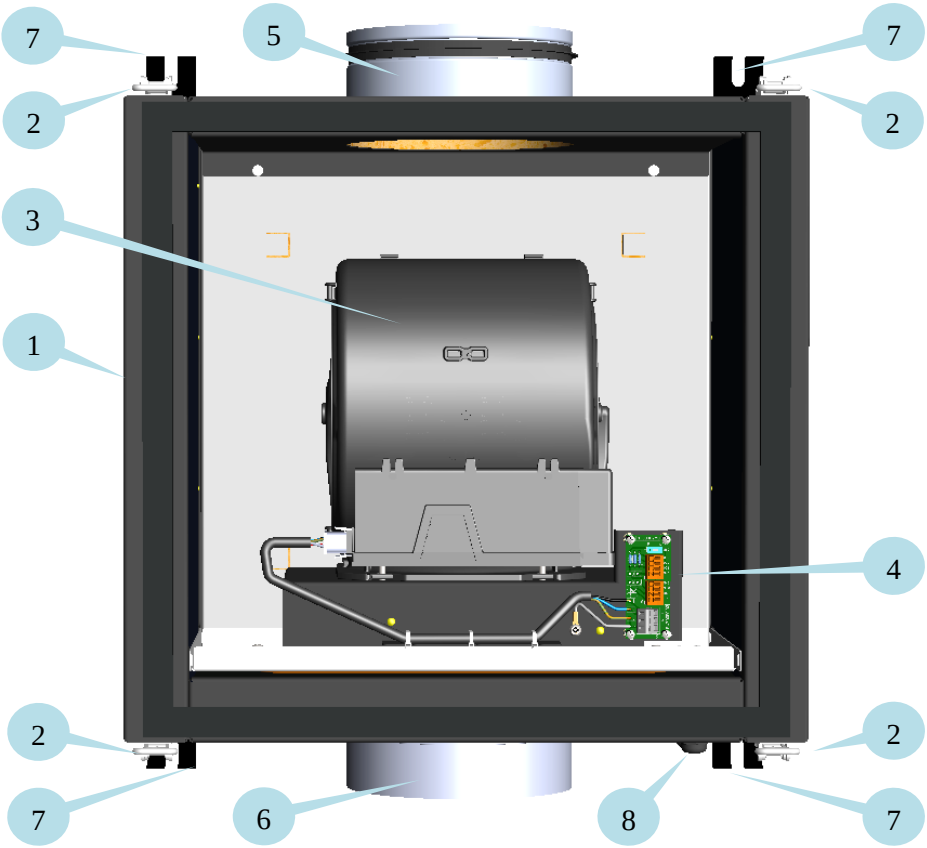

Рис. 1
Конструктивно вытяжной блок BW-700EC (См. Рис. 1) представляет собой тепловлагозащищенный шумопоглощающий корпус (1) со съёмной с помощью 4-х замков-защелок (2) крышкой. В корпусе установлен центробежный EC-вентилятор (3) Ebm-papst (Германия) и коммутационная плата (4), предназначенная для подключения электропитания и организации различных вариантов управления производительностью вентилятора.
Кабели электропитания и управления «пропускаются» через гермовводы (8) (См. Рис. 1) и подключаются к клеммам платы (4) в соответствии со схемами, приведенными ниже.